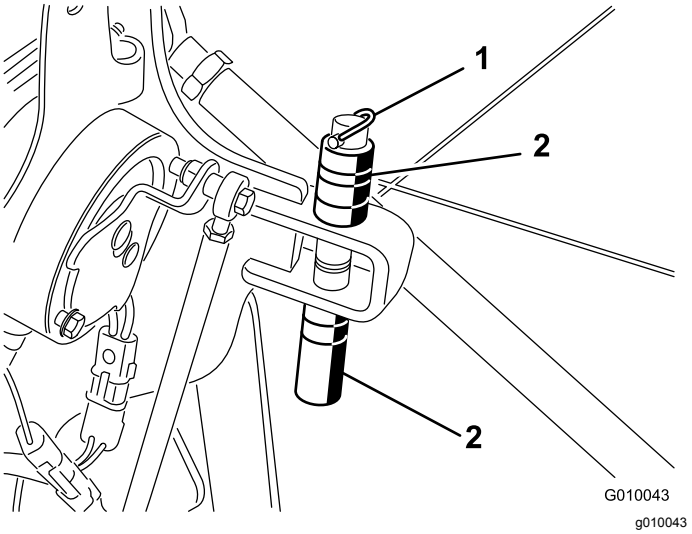

Figuur 22
2. Verwijder de lynchpen waarmee de afstandsstukken en dieptepennen zijn vastgezet (Figuur 22).